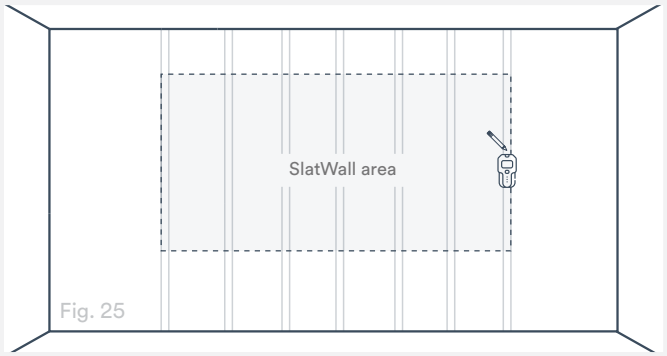

Fig. 25
4. Using a stud finder and a pencil, locate and mark all other wall studs within the installation area (Fig. 25).